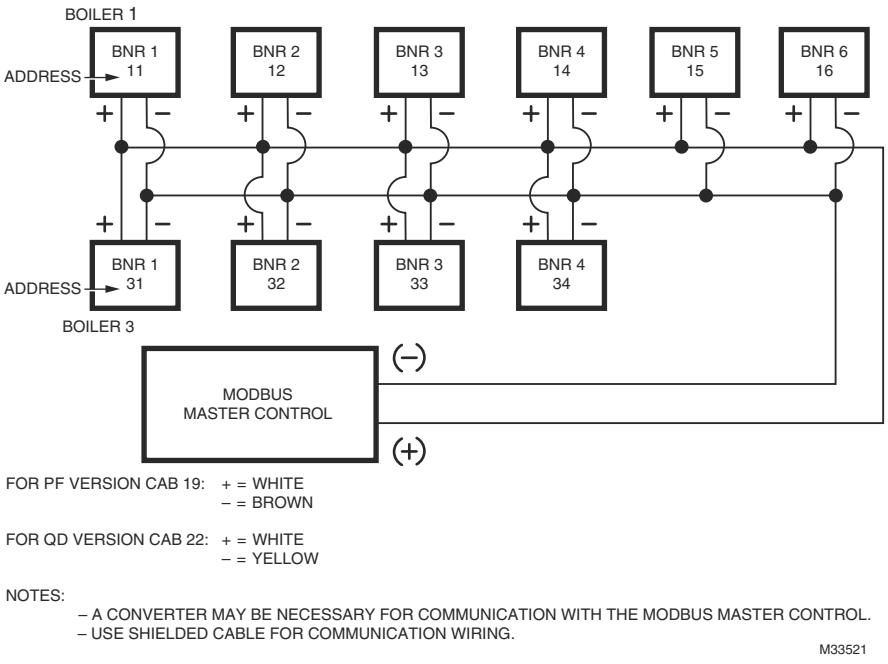

Fig. 3. Typical Communication Wiring and Recommended Addressing.
Address for modbus communication (0-247). When communicating with more than one unit ensure that no two units share the same address. The default address is 0 so it must be changed before modbus communication can take place. For applications where large quantities of U2 are used, it is recommended to start with address 11 for burner #1, 21 for burner #2 and so on. Refer to Fig. 3. Doing so will help alleviate potential communication issues when adding new or replacing existing U2 models, which have zero (0) as the default address. Two units with a 0 address could seize communications.